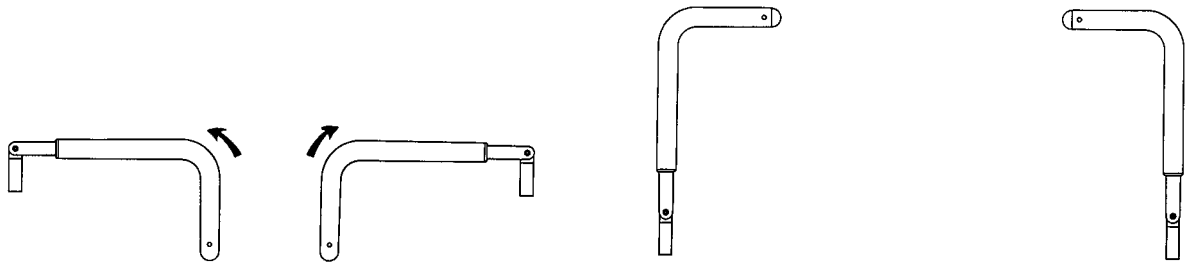

Figura 4 – Posicionamento das pegas de empurrar da extremidade do lado da cabeça
1. Gire as pegas para cima a partir da extremidade do produto (Figura 4).